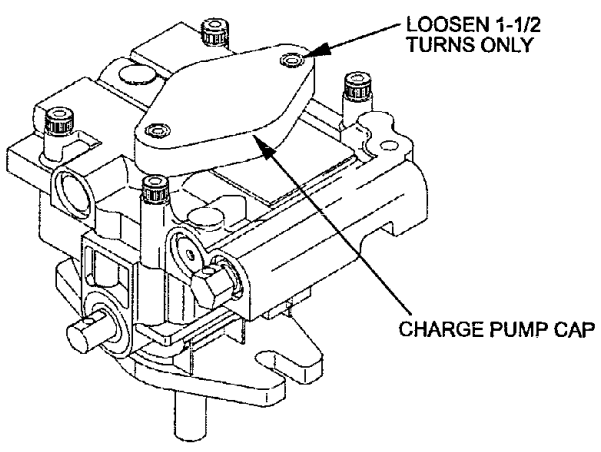

**FIG. 8**
g) If either drive wheel does not rotate, one or both of the charge pumps (located on the top of the main pump as shown in Figure 8) may have lost their " prime" . Refer to Section 5.1.10.
The critical area for purging air from the hydraulic system is between the oil reservoir and each charge pump located on the top of each variable displacement pump. (See Figure 8).
e) To " prime" charge pump, loosen two hex socket head capscrews (shown in Figure 8) **1-1/2 turns only.** ***Make sure engine is not running.*** Lift charge pump housing upward and wait for a steady flow of oil to flow out from under housing. ***Retighten capscrews.*** Do this for both pumps. Note: Hydraulic reservoir can be pressurized to up to 5 psi to speed this process.